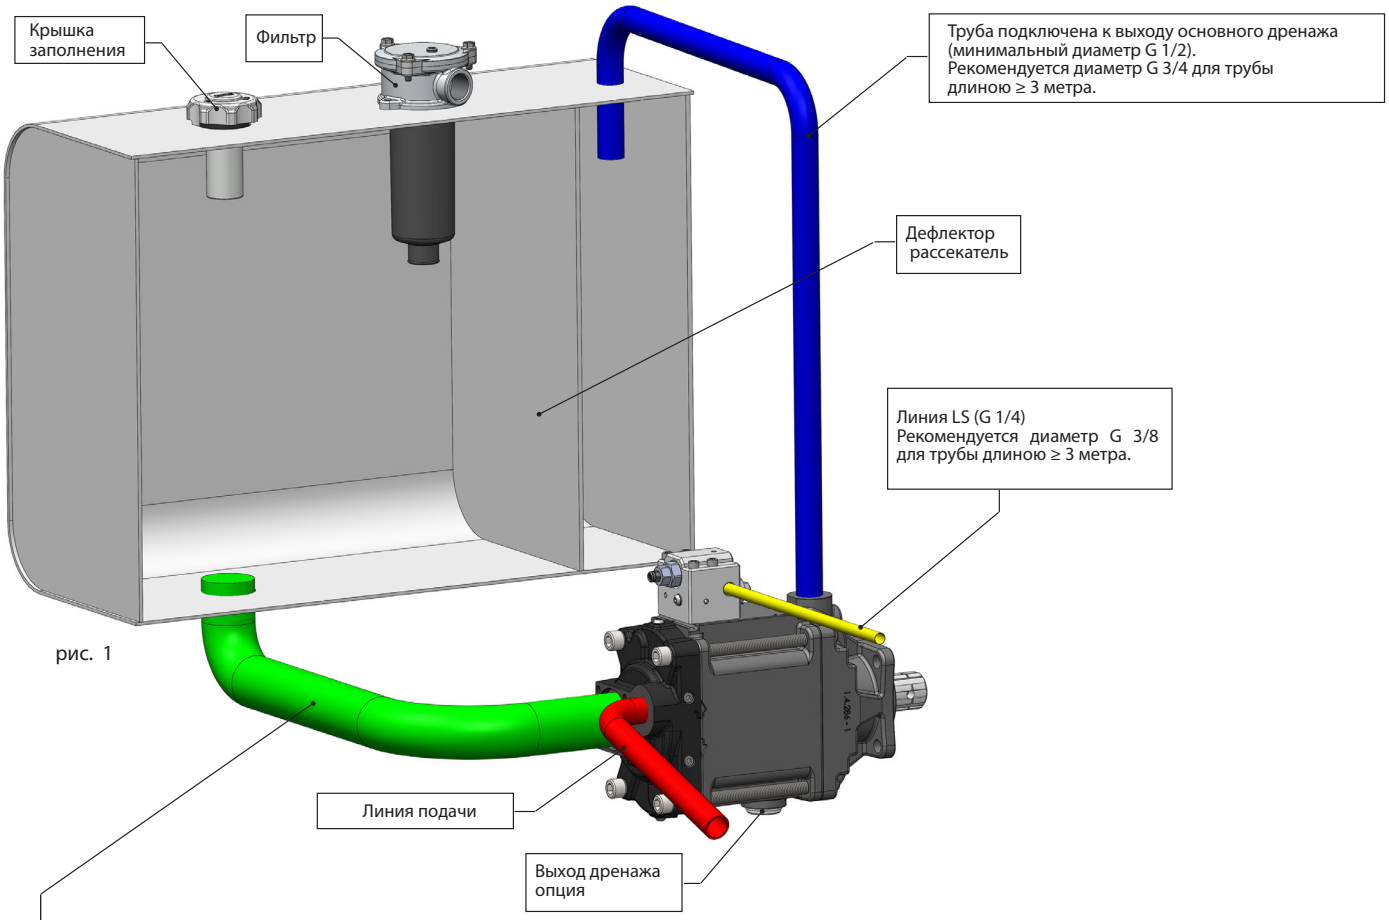

рис. 1
2. Подключить трубопровод (рис. 1) и приступить к заполнению насоса (рис. 2).